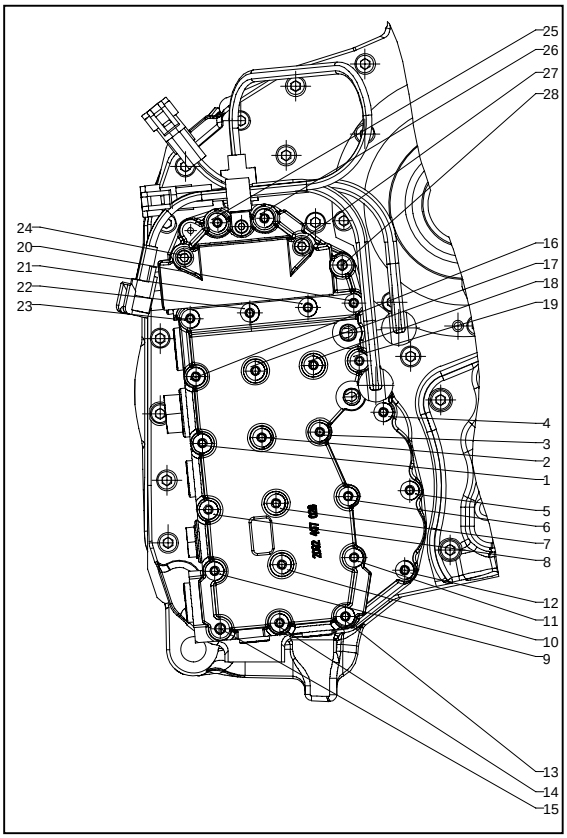

Figura 7
Monte los tornillos de ajuste (S) en las posiciones 15 y 28 (véase figura 7, página 8/2).
Retire los tornillos de ajuste (pos. 15 y 28, véase figura 7) y sustitúyalos por tornillos cilíndricos.
Vuelva a apretar todos los tornillos cilíndricos (pos. 1 a 28) en orden ascendente (véase figura 7).